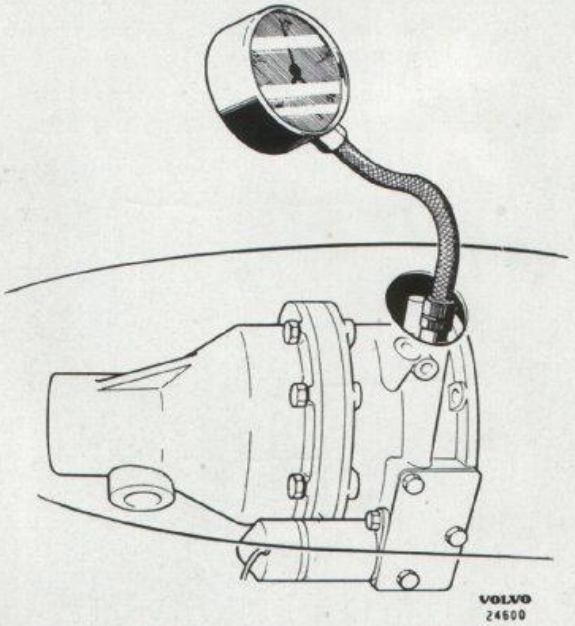

Bild 3-37. Kontroll av oljetryck med manometer SVO 2415
2. Tag bort proppen över manöverventilen och anslut oljemanometer SVO 2415, se bild 3-37.